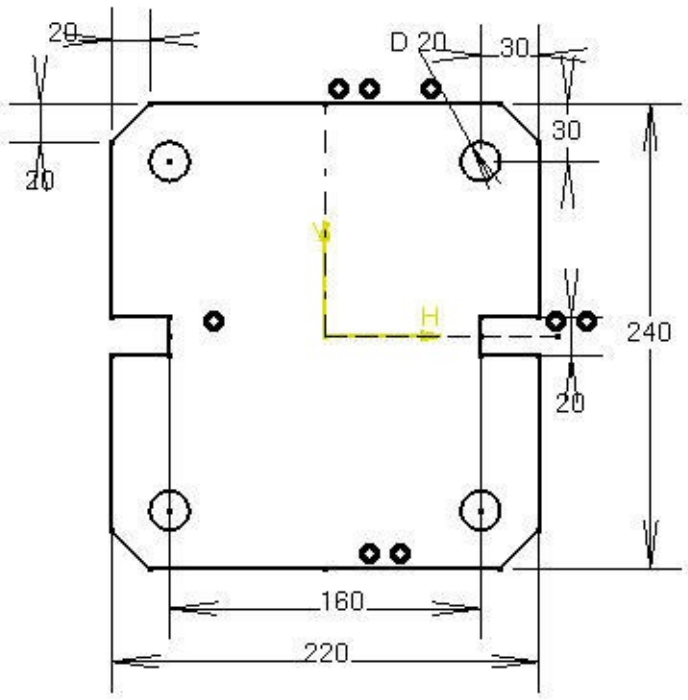

Figure 4-68 *The sketch after applying all dimensions*
14. Similarly, modify other dimensions. The sketch after modifying all the dimensions is displayed, as shown in Figure 4-68.